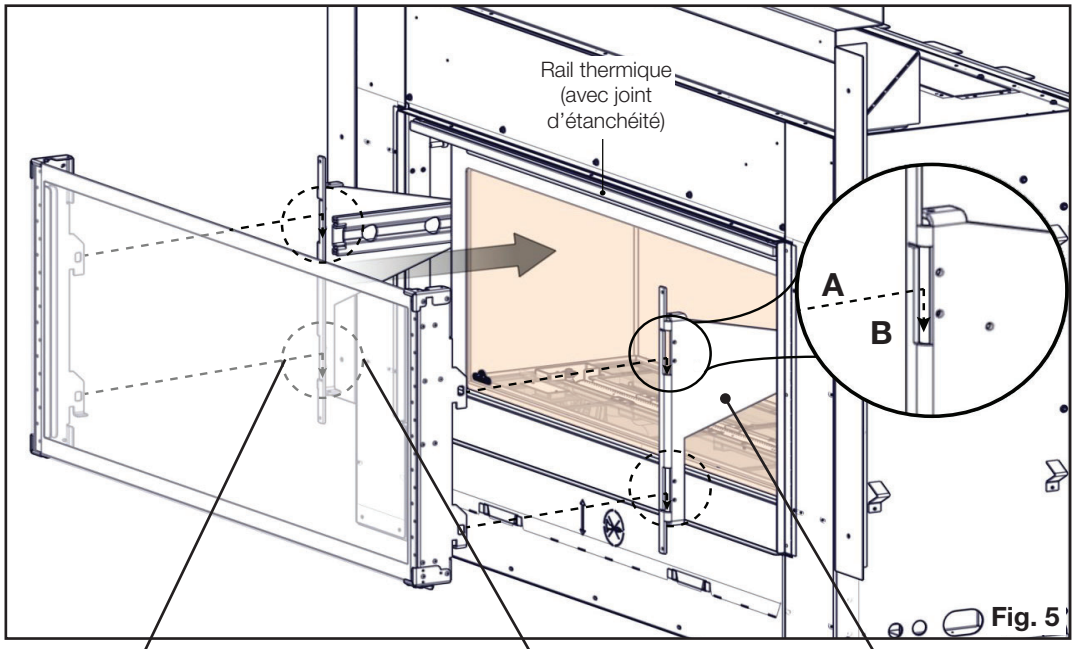

Fig. 5
5. Étirez au maximum les deux supports coulissants du GGA-1 de l'appareil vers l'extérieur **(Fig. 5)**.
6. Accrochez soigneusement le GGA-1 sur les supports coulissants en alignant la languette horizontale du GGA-1 avec la fente horizontale au bas des supports coulissants et en ramenant le GGA-1 pour l'engager dans ses supports coulissants **(A)**. Assurez-vous que les onglets du haut et du bas du GGA-1 sont bien enclenchés dans les crochets supérieurs des supports coulissants **(B) (Fig 5)**.